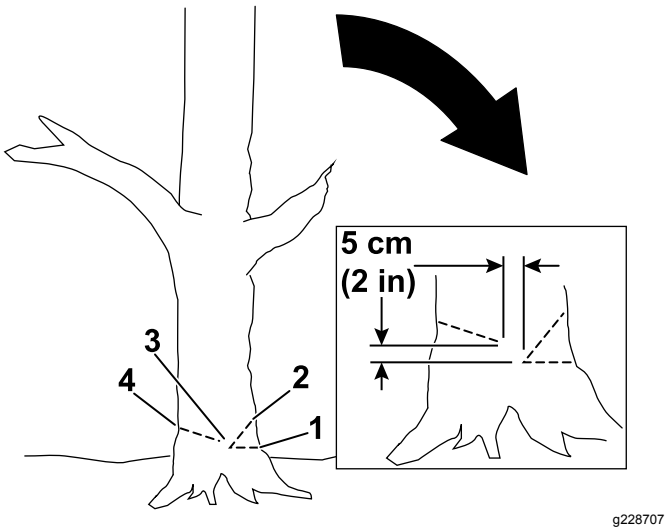

Figura 15
4. Haga el primer corte de un tercio del diámetro del árbol en el lado hacia donde desea que caiga el árbol (Figura 15).
5. Haga un segundo corte para formar una cuña, empezando el corte al menos 5 cm (2") por encima del primer corte (Figura 15).
6. Haga el corte de caída desde el lado opuesto a la cuña y unos 5 cm (2") por encima de la parte inferior de la cuña, como se muestra en la Figura 15.
Importante: **Detenga el tercer corte a 2.5 a 5 cm (1" a 2") de la cuña para formar una bisagra entre los cortes (Figura 15), que evitará que el árbol caiga en la dirección incorrecta o que gire al caer.**
Nota: A medida que el corte de caída se acerque a la bisagra (Figura 15), el árbol debe empezar a caer.